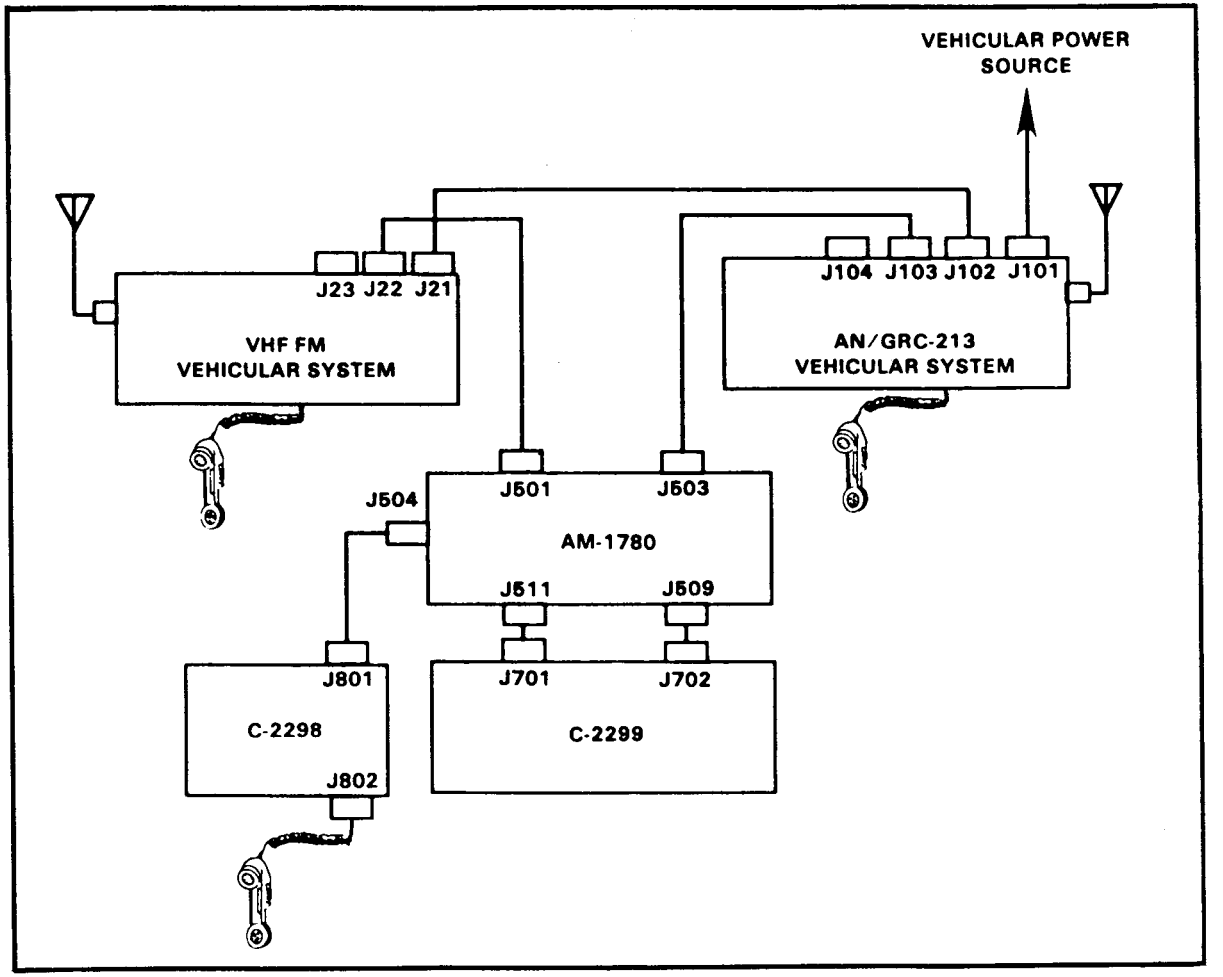

Figure 1-20. Cabling diagram for retransmission operation.
b. The radio set can be mounted in a wheeled or tracked vehicle, or installed in a fixed location, such as a building or tent. When installed in a fixed location, a power supply capable of providing 24 to 32 volts DC (26.5 VDC nominal) must be used (for example, Generator Set 3 kW, 29 VDC, or Battery Charger PP-1451/G or similar power supply). In vehicles equipped with the Intercommunications Set (Intercom) AN/VIC-1, automatic retransmission is possible from any single sideband radio, such as the AN/GRC-213, to any FM radio, such as the AN/VRC-12 series (Figure 1-20).